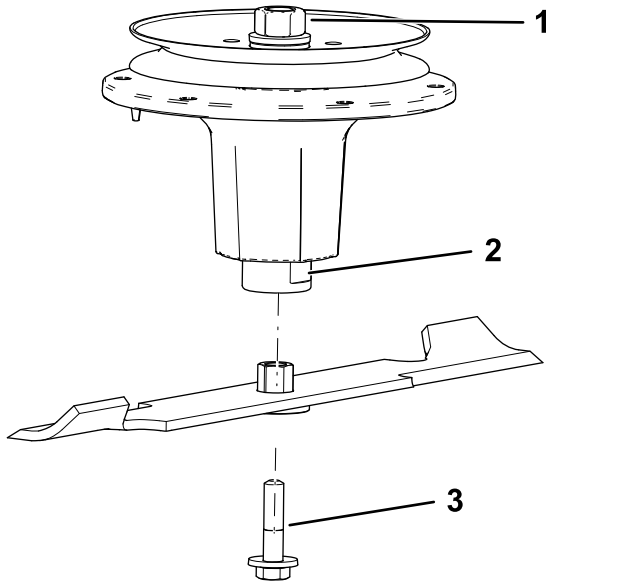

Figure 80
2. Installez l'ensemble douille/lame sur l'axe de pivot (Figure 80).